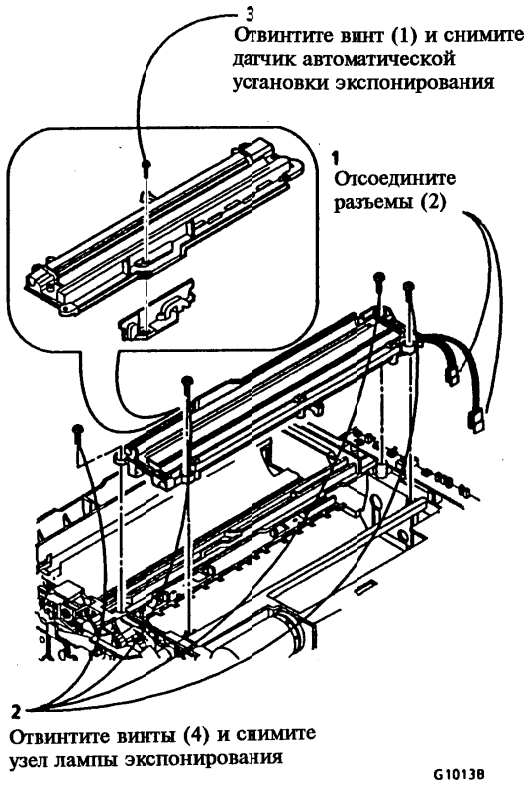

Рисунок 1. Снятие датчика автоматической установки экспонирования (CR1)
2. (Рисунок 1): Снимите датчик автоматической установки экспонирования.